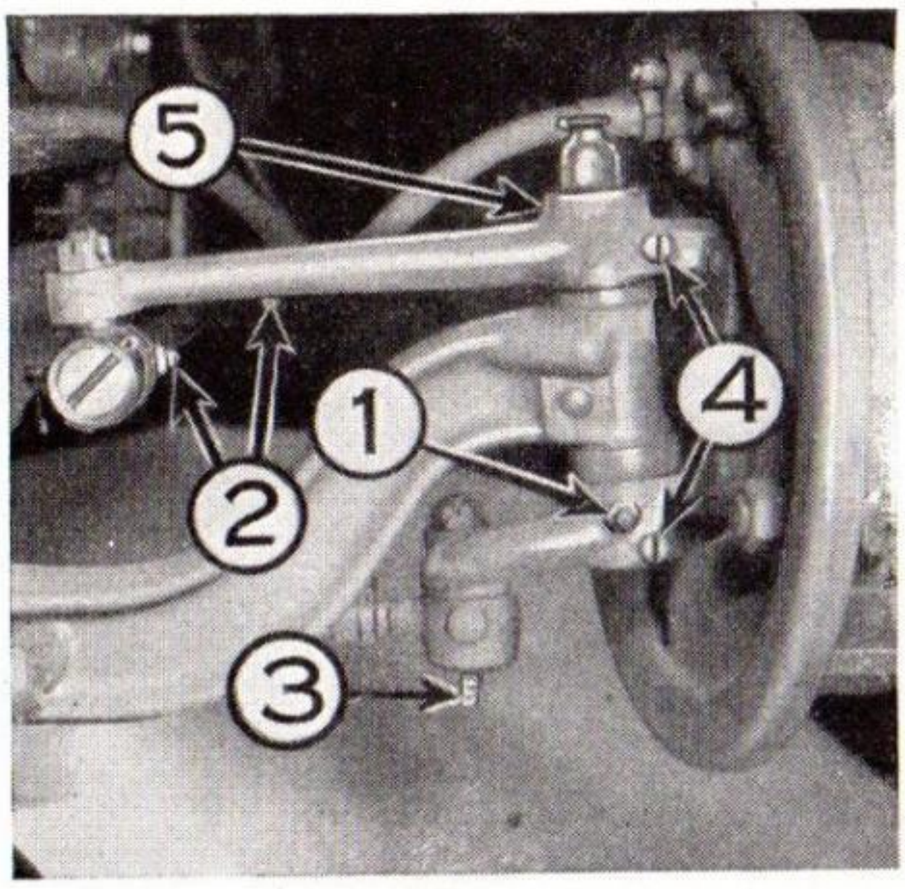
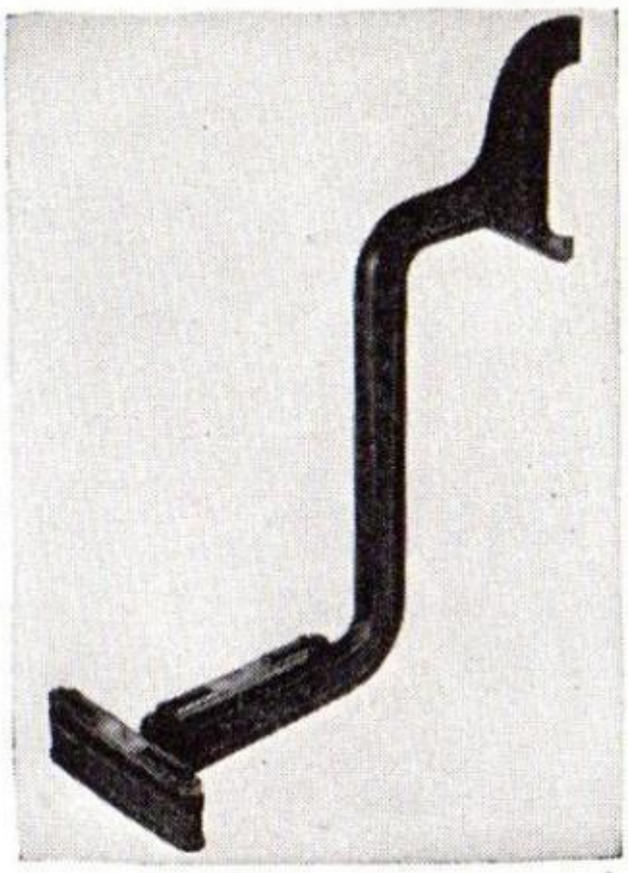

Fig. 40
Fig. 41
UPPER BEARINGS—Fill oil cups (5) on Fig. 40, with motor oil every 1,000 miles.
LOWER BEARINGS—(1) of Fig. 40, use pressure gun with chassis lubricant.
DRAG LINK LUBRICATION—LUBRICATION CODE "R": Two points, one at each end of drag link (2) on Fig. 40. Lubricate every 1000 miles with chassis lubricant.
TIE ROD LUBRICATION—LUBRICATION CODE "R": Two points at end of tie rod (3) on Fig. 40 each 1,000 miles with chassis lubricant.
To facilitate the inspection of this, all Nash steering knuckles are machined to permit the use of a simple but efficient gauge for checking caster and camber angles. This gauge is shown on Fig. 41 and machined surfaces on knuckles for gauge location are shown on Fig. 40, indicated by 4.